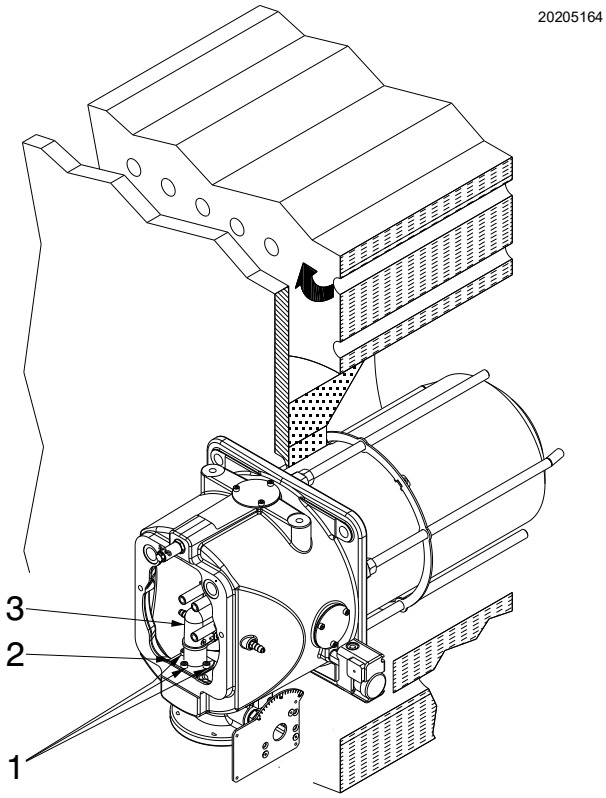

Fig. 18
- ➤ svitare i dadi 1)(Fig. 18);
A questo punto dell'installazione la testa di combustione è fissata alla caldaia come in Fig. 18 a pag. 22. È quindi particolarmente agevole la sua regolazione, che dipende unicamente dalla potenza massima del bruciatore.